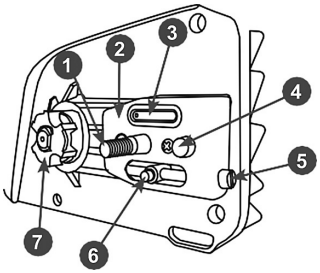

Рис. 3 Снятие крышки шины
3. Вращая винт 5 механизма натяжения цепи против часовой стрелки переместите палец 6 в заднее положение, ближе к ведущей звездочке 7 (Рис. 3).
Для удаления провисания цепи вращайте колесо 5 (Рис. 3) механизма натяжения цепи по часовой стрелке. Для ослабления натяжения – в обратную сторону. После регулировки натяжения цепи затяните гайку крепления крышки, не прилагая при этом чрезмерных усилий.